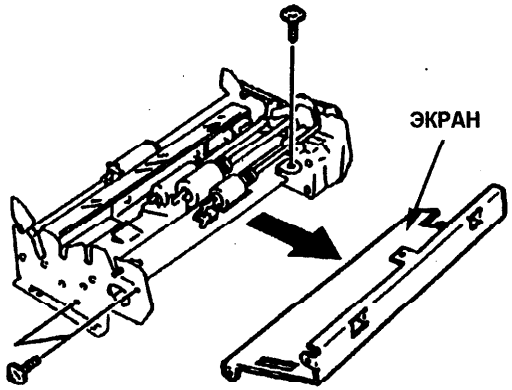

Рис. 3. Экран
a. Отвинтите пять винтов, которыми крепится экран (Рис. 3).